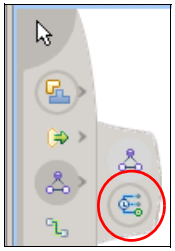

Figure 12-8 The selector palette entry
1. In the assembly diagram, click the **selector palette entry** (Figure 12-8) and click the canvas to add it.